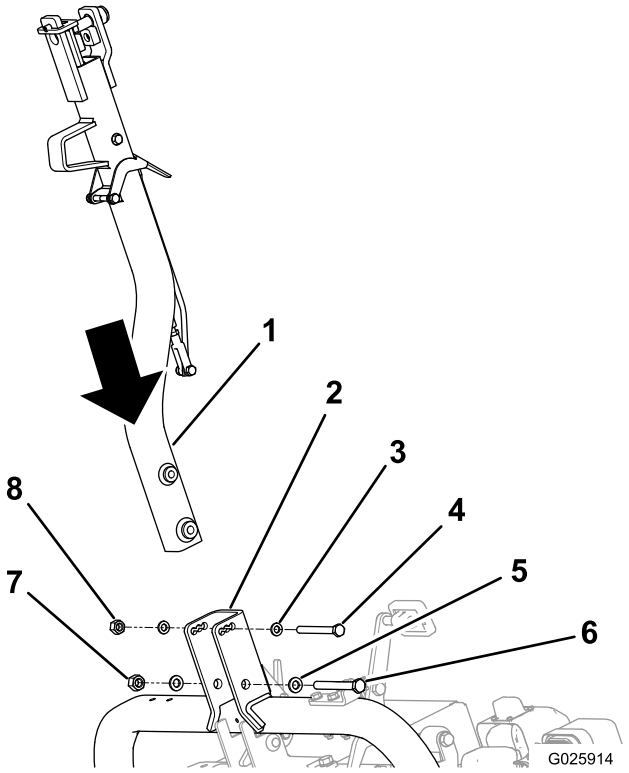

图4
1. 使用适当的紧固件将挂钩固定到挂钩枢轴支架上；请参阅图4。